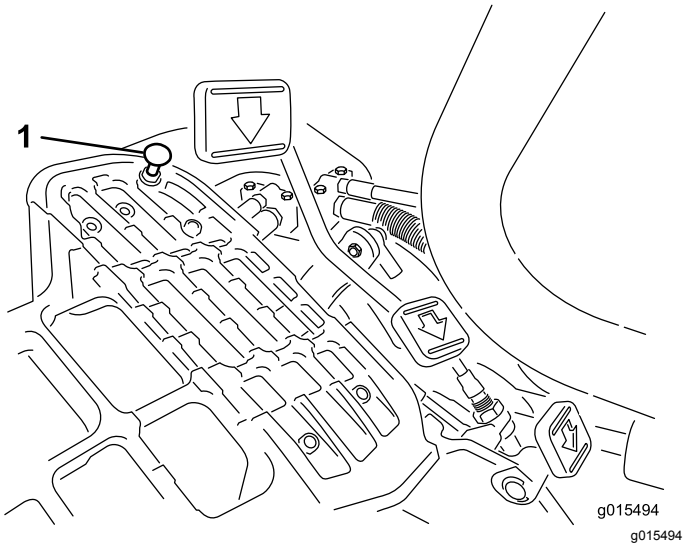

Figuur 45
Om de maximale transportsnelheid te verkrijgen, moet u de schakelhendel in de TRANSPORTSTAND zetten en het tractiepedaal intrappen. Als het pedaal contact maakt met de pedaalaanslag (Figuur 45) voordat u spanning op de kabel voelt, voer dan de volgende afstelprocedure uit:
1. Zet de schakelhendel in de TRANSPORTSTAND en draai de borgmoer los waarmee de pedaalaanslag is bevestigd aan de vloerplaat (Figuur 45).